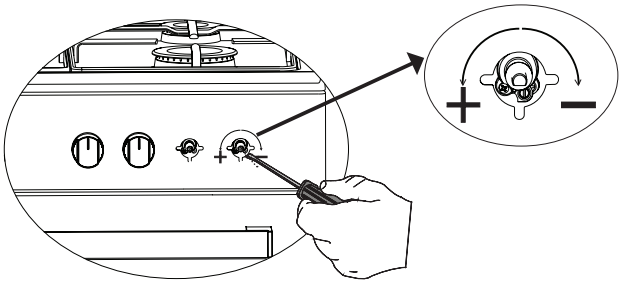

Figure 5
**2.** With the help of a proper size screwdriver, tighten/loosen the gas setting screw (See figure 5). This enables the flame in the low position to increase or decrease. Adjust the proper gas setting so that the flame length is at least 4 mm.